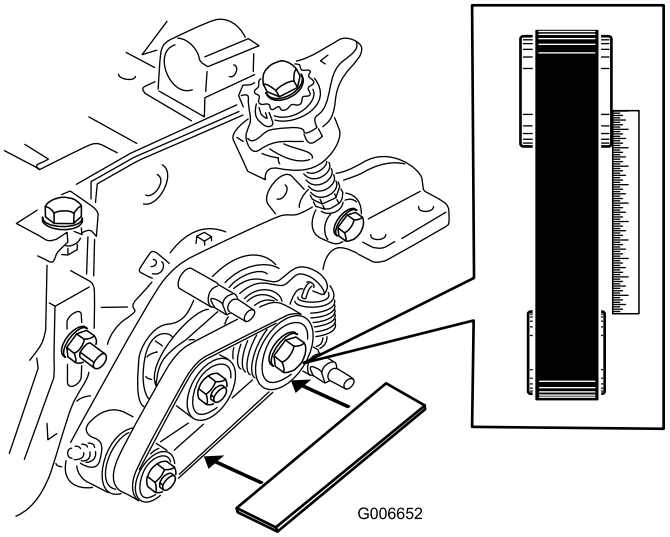

Figura 12
- Coloque una regla contra la cara exterior de la polea de **transmisión** (Figura 12).